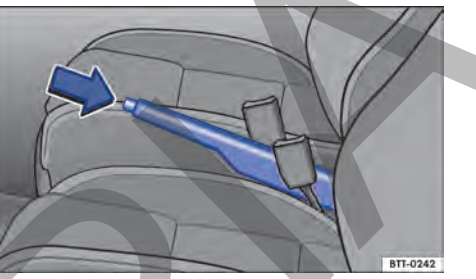

Fig. 103 Entre los asientos delanteros: palanca del freno de estacionamiento.
– Tirar de la palanca del freno de mano hacia arriba con la tecla de bloqueo presionada → fig. 103 (flecha).
– Tirar de la palanca del freno de mano un poco hacia arriba y presionar la tecla de bloqueo → fig. 103 (flecha).